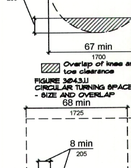

FIGURE 304.3.1|
2. The overlap shall be permitted only within the turning circle area shown shaded in Figure 304.3.1.